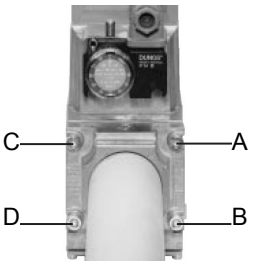
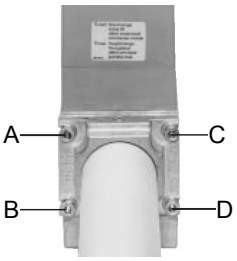

Рис. 6
Рис. 7
1.Расслабить винты A и B, но **не снимать** их (Рис. 6 и Рис. 7)
2. Отвинтить винты C и D (Рис. 6 и Рис. 7)